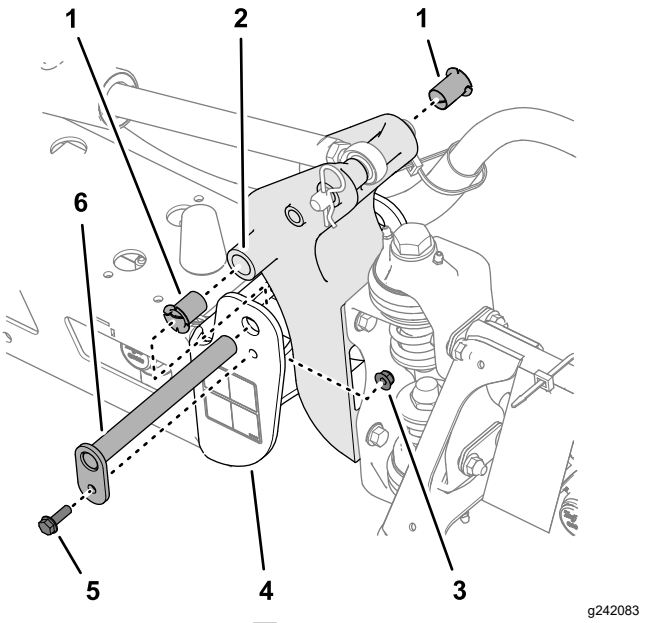

図 120
3. ピボットピンを固定しているボルトとナットを外してピンを取り外す図 120。
5. ナイロンブッシュを取り外し、ピボットブラケットの前面および後面側から見て点検する 図 120。
6. 各ナイロンブッシュに少量のオイルを塗ってピボットブラケットに取り付ける図 120。
7. ピボットブラケットの穴を、エンドチャネルの穴に合わせる図 120。